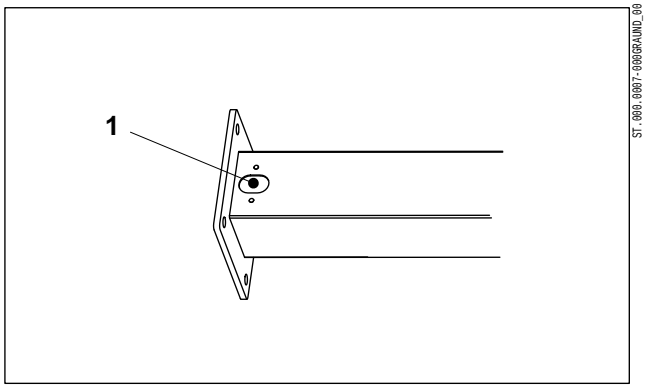

Abb. 5 Kabeleinführung der Stele
5. Befestigen Sie eine Durchführungstülle (Beipack) an der Kabeleinführung (Abb. 5/1).
Falls ein Schutzpotenzialausgleich der Stele erforderlich ist, muss eine separate Potenzialausgleichsleitung zur Stele geführt sein. Ebenso verhält es sich, wenn zusätzliche Leitungen zu einer externen optionalen Sperr-/Freigabeeinrichtung geführt sind. Auch diese Leitungen müssen Sie durch die Kabeleinführung (Abb. 5/1) einführen.